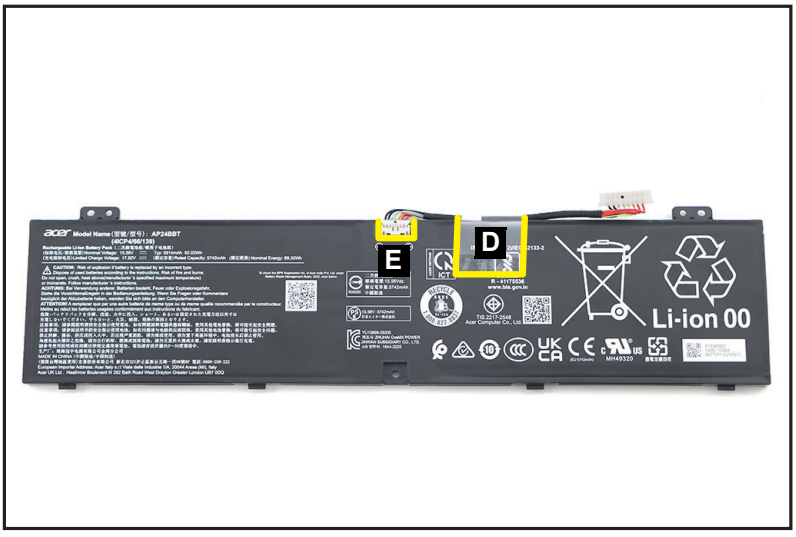

Figure 1-14. Battery Pack Removal
5. Detach the mylar (D) securing the battery cable in place (Figure 1-14).
6. Disconnect the battery cable from the battery connector (E) (Figure 1-14). Then remove the battery cable.